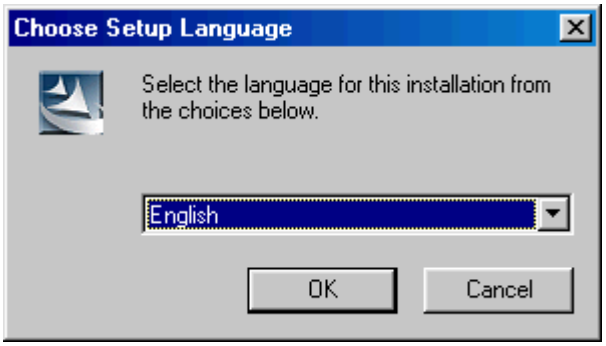

Figure 3-1 Choose Setup Language dialog box
1) Start the installation program. The **Choose Setup Language** dialog box opens up as shown in Figure 3-1.